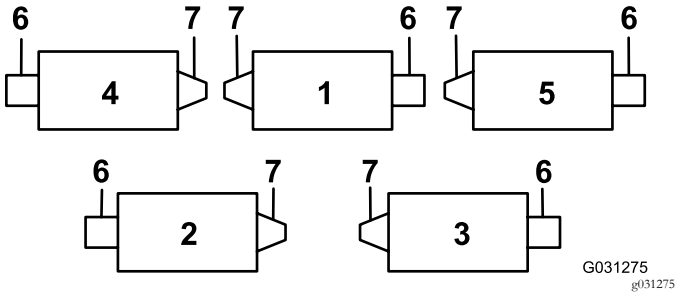
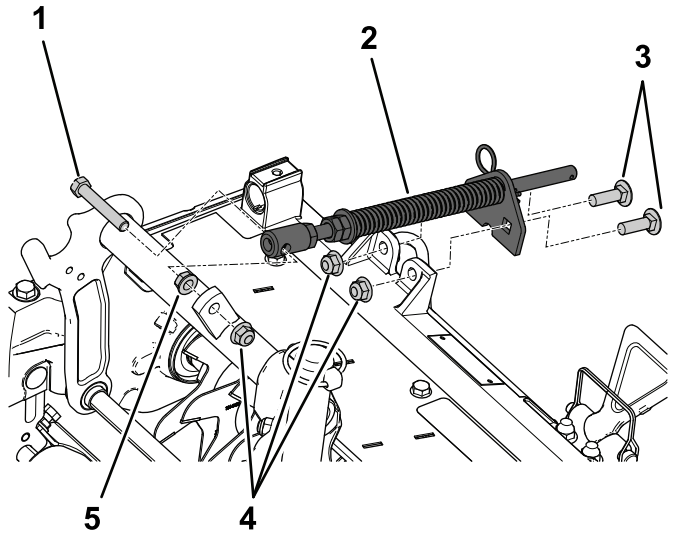

Figuur 5
Figuur 8
De smeernippel moet op de zijde van de messenkooimotor van de verticuteerset worden gemonteerd. Gebruik het volgende schema om de stand van de messenkooimotoren te bepalen (Figuur 5).
3. Voor de locatie van verticuteerset 2 en 4 (Figuur 5), dient u het eindgewicht aan de andere kant van de maai-eenheid te plaatsen.
Monteer de gazoncompensatieveer aan dezelfde zijde als de messenkooimotor (Figuur 5 en Figuur 8).